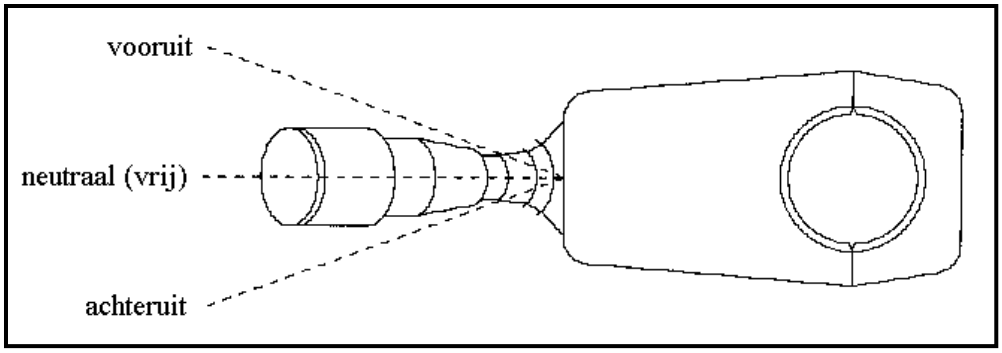

Figuur 5.1 | Versnellingspook
1. Voor het starten van de motor dient het inzinkpedaal volledig in te worden getrapt. Zorg ervoor dat de versnellingspook links aan het stuur in de neutraal-stand staat (zie Figuur 5.1)